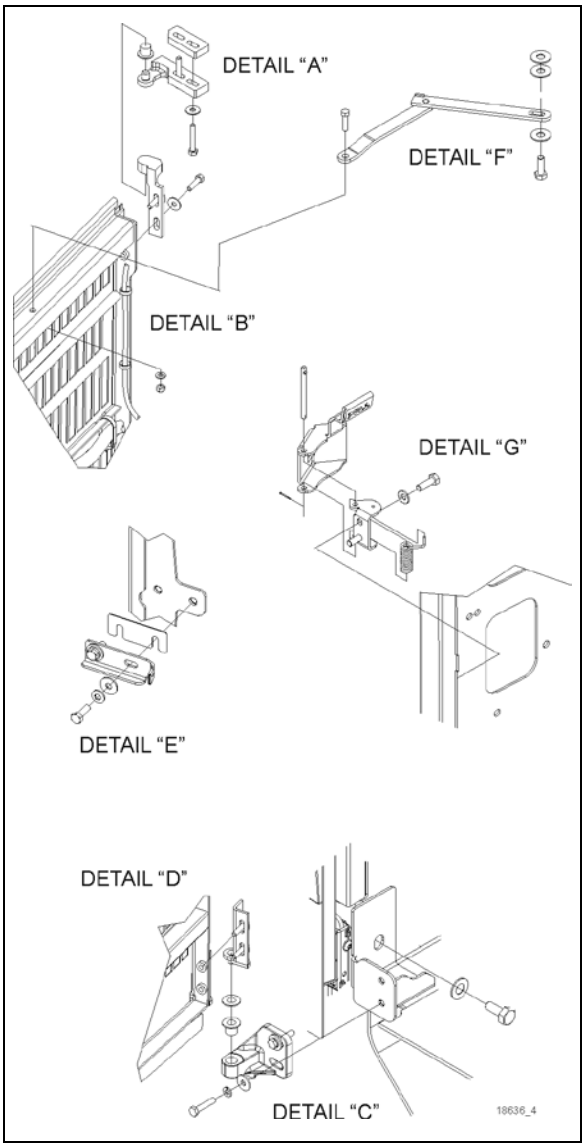

FIGURE 126: RADIATOR DOOR DETAILS
To adjust the latch mechanism (details “E” and “G”, Figure 126) and the striker pin:
5. Open the door and slightly loosen the latch tab (detail “E”, Figure 126).